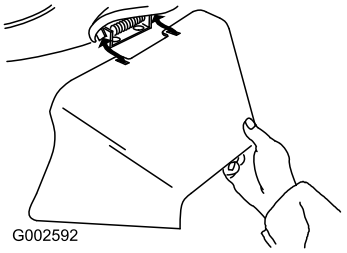

Figuur 32
3. Monteer het zijuitwerpkanaal en sluit het deurtje (Figuur 32).